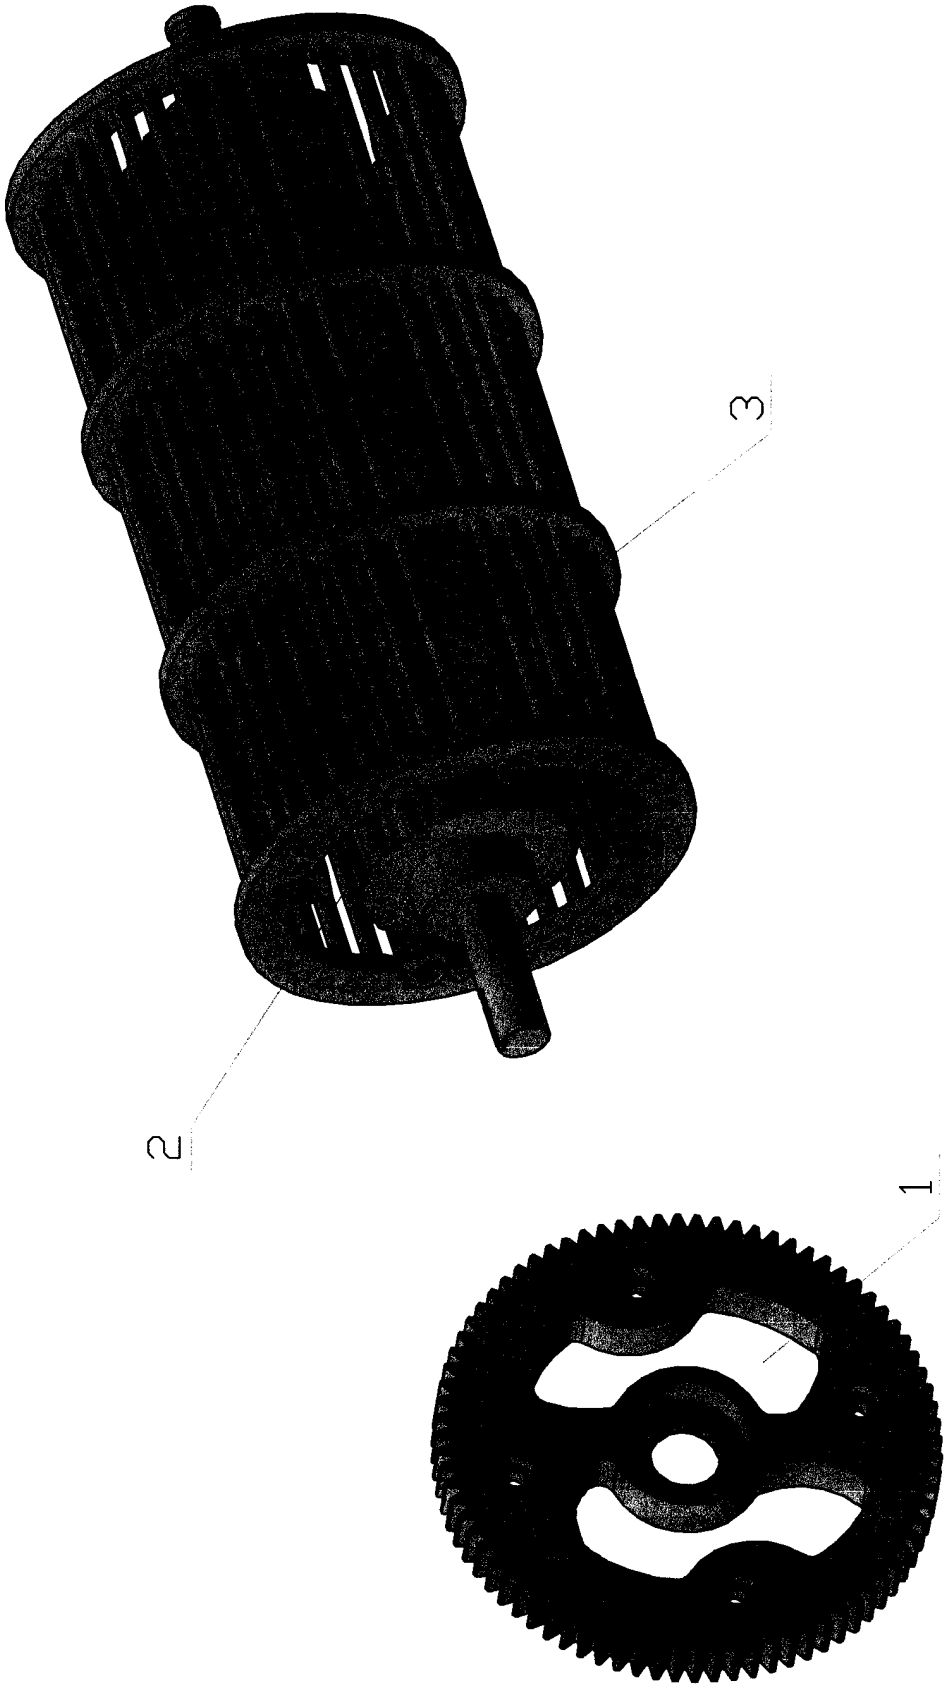

Fig.3
c. Les amandes traversent la couronne dentée (Réf : 1- fig3) et ensuite, elles atteignent la chambre d'écrasement où le concassage sera effectué.
2- Procédé du concassage des amandes, caractérisé par les amandes placées aléatoirement à la chambre d'écrasement sur les rainures du cylindre central (Réf : 2 –fig3) tournant puis cassées par le fer carrée (Réf : 3 –fig3) du cylindre à grille tournant à sens inverse du cylindre central
(Réf : 2 –fig3).